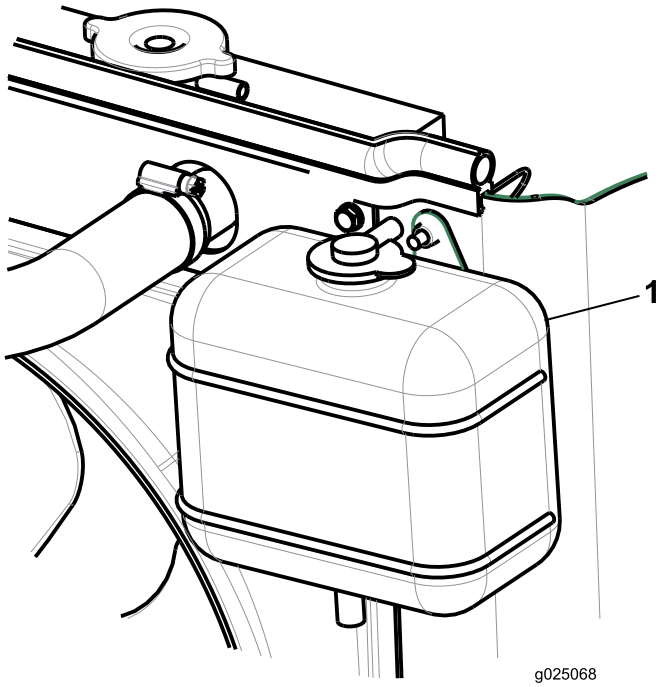

Figuur 25
2. Controleer het koelvloeistofpeil in de expansietank (Figuur 25).